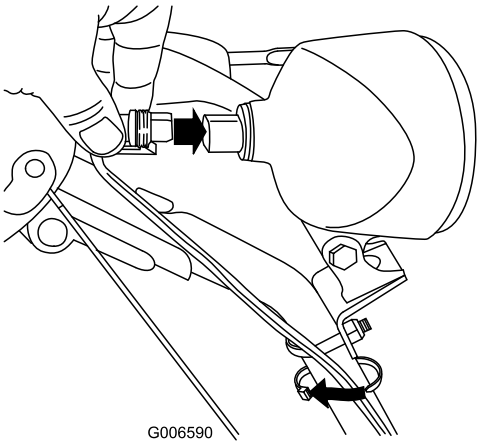

**Figure 66**
6. Insert the wire connector straight into the back of the headlight until it is securely in place (Figure 66).